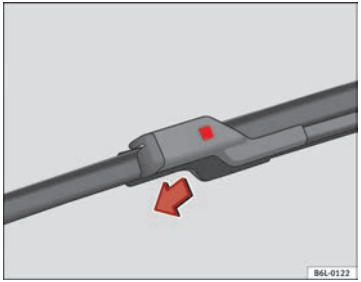

Fig. 140 Change windscreen wiper blade ▶
– Press on the securing tab ⇒ Fig. 140.